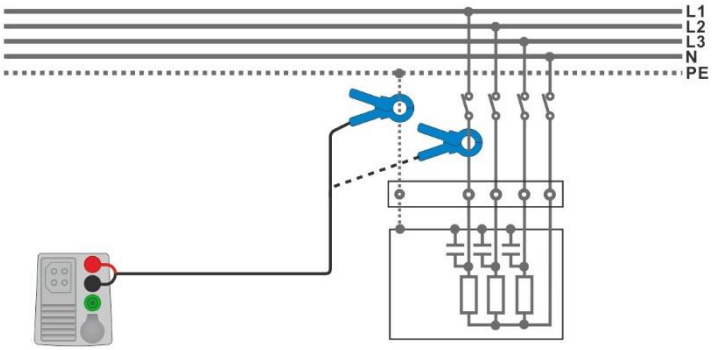

Figure 7.105: PE leakage and load current measurements
- Connect the clamp to the object under test, see ***Figure 7.105***.